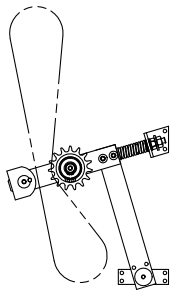
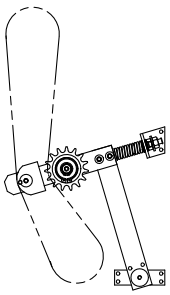

Fig.1
Fig.2
b) Loosen, or remove the screw that fastens the slider (1). Move the slider until it touches the chain (2). See figure 1. Tighten the screw. If necessary, turn the slider (1), and adjust the chain tension from inside and out. See figure 2.
c) Adjust the position of the proximity sensor (3) until it is activated by the flag (4).
d) Loosen the nuts (5). Perform a basic setting of distance A. Tighten the nuts. If the overload protection still is released it is necessary to tighten the compression spring (6) harder.
e) The chain should run in an easy way. Check this by separating the chain (2). Note in which cogs the chain lies for later mounting in the same cogs.